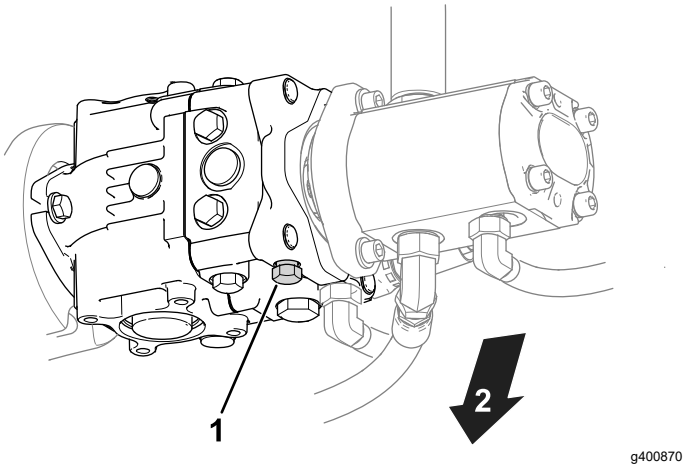

Figura 27
1. Individuate la valvola di bypass sulla pompa (Figura 27).